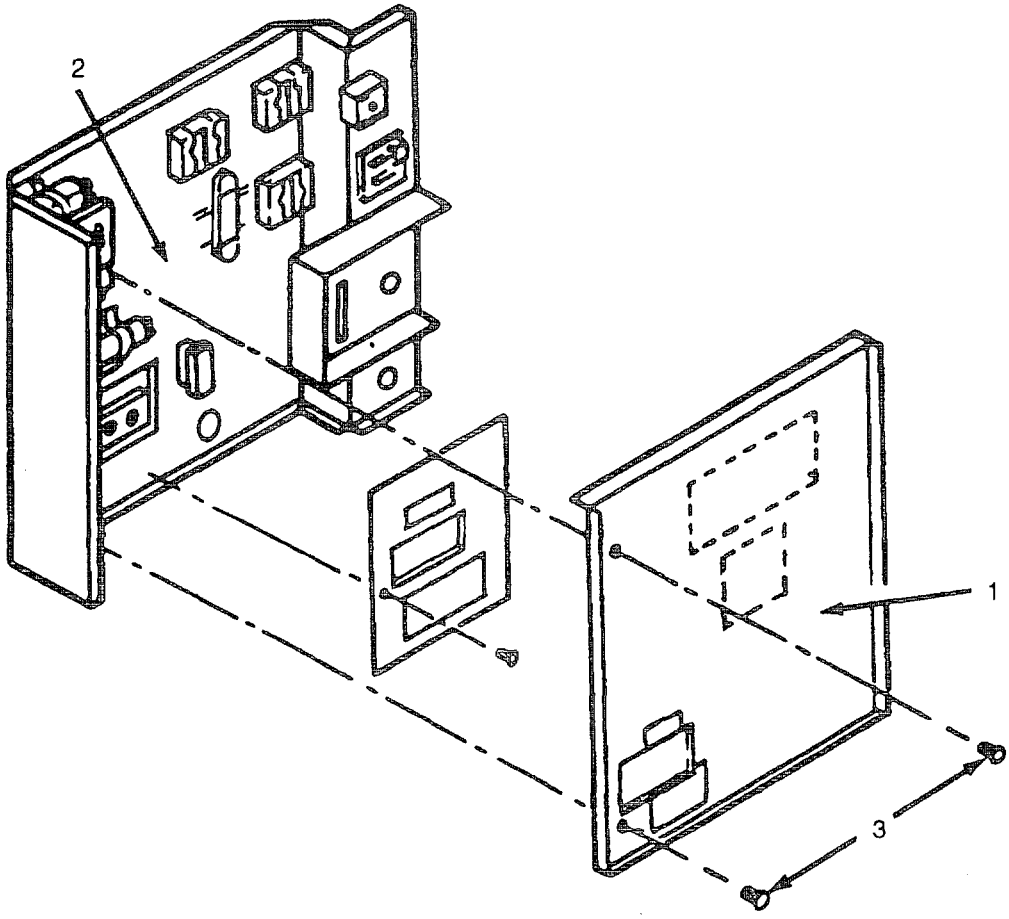

Figure 4-19. Control Box Wiring
(1) Remove the control box cover (1, Figure 4-19) from the control box (2) by removing the two screws (3).
(2) Check that all wiring is attached and secure.
(3) Attach the control box cover to the control box by installing the two screws.
(4) Install both front door assemblies. See para 4--17.
(2) Check any suspect wiring for continuity with a multimeter. If no continuity is indicated, replace defective wiring.
(4) Install both front door assemblies. See para 4-17.
(2) Wrap any bare wire with pressure sensitive tape.
(3) Install control box cover on control box with two screws.